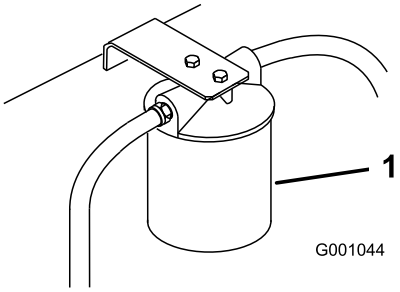

Figur 72
3. Sätt ett tömningstråg under filtret, ta bort det gamla filtret och torka ren filteradapterpackningens yta (Figur 72).